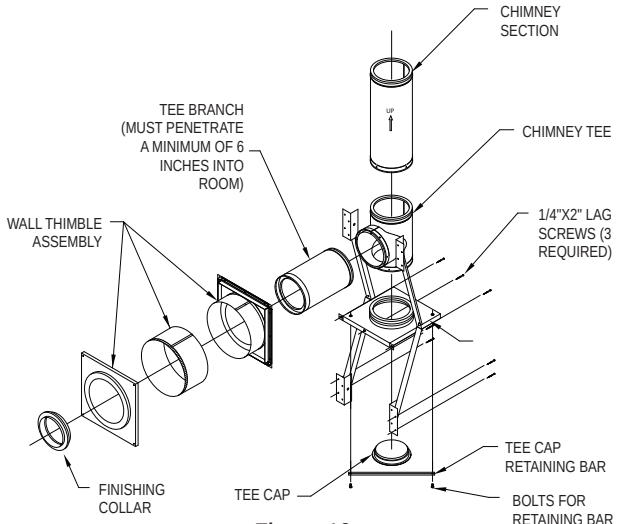
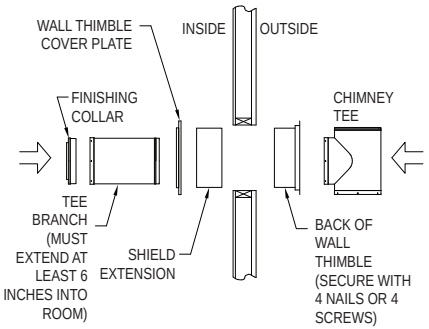
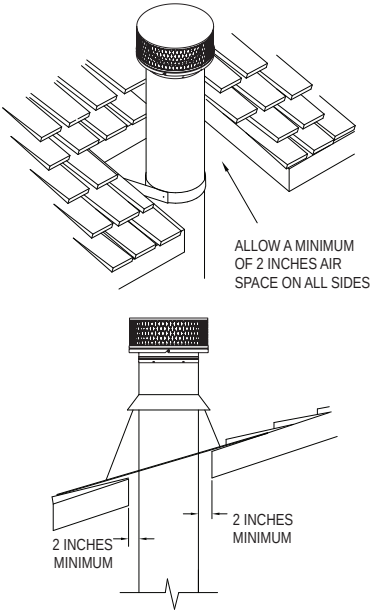

Figure 19
Figure 20
Figure 22
3. Install Wall Thimble: The Wall Thimble is a three piece unit which includes the cover plate, sleeve extension, and the back portion with shield. On the outside wall, install the back portion of the Wall Thimble. Center the back portion of the Wall Thimble (with shield inside wall) in the framed opening of the outside wall. Be sure to seal the flange of the Wall Thimble around the wall by using a non-hardening waterproof sealant. Attach the back portion of the Wall Thimble to the outside wall using at least (4) 8-penny nails or (4) 1-1/2" wood screws *(Fig 20)*. Depending on the thickness of your wall, you will need to adjust the shield extension to insure that you have a continuous shield throughout the wall penetration. Adjustments can be made by sliding the extension in or out of the back portion of the shield. Verify that the shield extension reaches the front cover plate when the cover plate is in position. Do not install cover plate at this time. When the shield extension is in position, secure it to the back portion of the shield using (4) sheet metal screws *(Fig 20)*.
Support so that the chimney Tee will be centered inside the Wall Thimble *(Figs 19 & 20)*. Important: Verify that Tee Support is level, then secure Tee Support to outside wall using (3) 1/4"x 2" long lag screws for the support base, and (8) #8, 2-1/2" wood screws for the brackets (2 screws per bracket). Be sure to keep the Tee Support level.
5. Install Chimney Tee and Branch: Attach the Chimney Branch to the Tee. The Chimney Branch is 12" or 18" Chimney Section (depending on your wall thickness) positioned horizontally used to pass through the wall. Important: The Chimney section used to penetrate through the wall must extend at least 6" into the room. Secure the Chimney Branch to the Tee by using the (6) sheet metal screws provided. It is very important that a good connection is made between the Branch and the Tee. *(Fig 20 & 21)* Install the Tee Cap in the bottom of the Tee, on the underside of the Tee Support Bracket. Be sure that the Tee Cap is securely inserted into the bottom of the chimney pipe. Secure the Tee Cap in place by attaching the Tee Cap Retainer Bar using the two (2) bolts included *(Fig 19)*.
6. Install Cover Plate and Finishing Collar: After the Chimney Branch is secured in place (penetrating at least 6" into the room), slide the Cover Plate over the Branch and attach it to the framing using (4) 1-1/4" long, round head wood screws. Be sure that the Branch is centered in the opening of the Cover Plate. Twist lock the Finishing Collar on to the female end of the Chimney Branch by twisting clockwise.
the wall with Wall Straps at 4-foot intervals to maintain at least 2 inches of clearance to combustible materials. Slip the Wall Straps around the chimney, tighten the bolts, and fasten the Wall Straps to the wall with (4) #8, 2-1/2" long wood screws. Once the chimney is at the minimum height specified in ***Figure 1***, attach the Chimney Cap onto the top of the chimney by holding it by the collar and slipping the female end of the Cap onto the male end of the Chimney Pipe. Secure the Cap in place by using the (6) sheet metal screws provided. If the chimney penetrates an overhang, frame for at least 2 inches of clearance, and install Roof Radiation Shields (required for 18"-24" diameter chimney only), Flashing and Storm Collar as described in ***Steps 7, 10 & 11*** for Ceiling Supported Installations. Another option is to cut away the overhang for a 2-inch clearance ***(Fig 22)***. If the chimney extends more than 4 feet above the top Wall Strap or Flashing, use an Extended Roof Support Bracket.